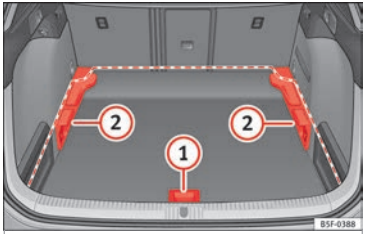
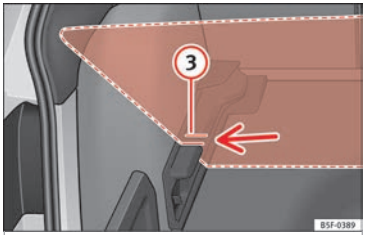

Fig. 160 Luggage compartment variable floor: positions.
Fig. 161 Luggage compartment variable floor: grooves tilted.
- Lift the floor using handle ››› **Fig. 160** (1) and pull it back until the front of the floor has fully passed the supports (2).
- Move the floor forward over the supports as far as the rear seat backrest and then lower the floor with the handle (1).
- Now match the front part with the lower grooves of the supports and slide the floor forwards as far as the rear seat backrest and lower the floor at the same time with the handle (1).
- Lift the variable floor using handle ››› **Fig. 160** (1) and pull it back until the front of the floor has fully passed the tilted grooves ››› **Fig. 161** (3).
- Pass the floor through these slots using the handle (1), pushing until the movable front of the variable floor folds and rests on the floor itself.
- Lift the variable floor by the handle ››› **Fig. 160** (1) and pull it back a little.
- Push the variable floor towards the folded rear seats with the handle (1) using some downward pressure so that the moving part of the floor is flush with the backs of the rear seats.